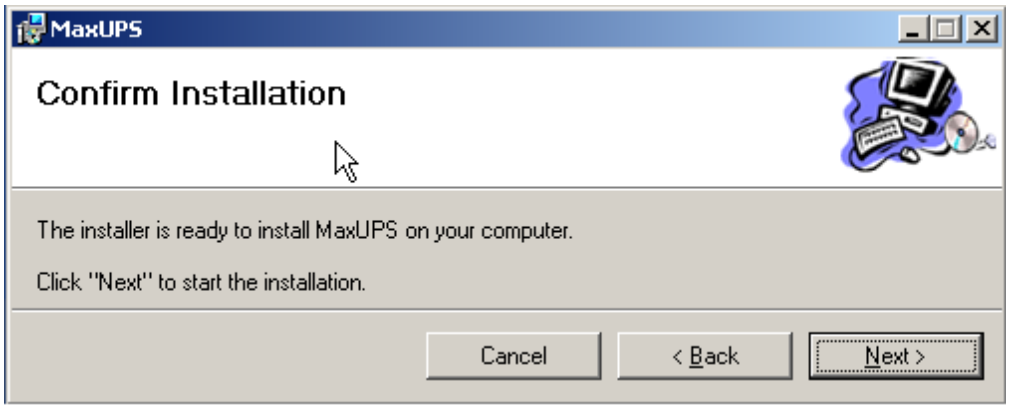

Figure 3-5
8) Click the **Next** button to confirm the default selection and observe the **Confirm Installation** dialog as illustrated in Figure 3-5.